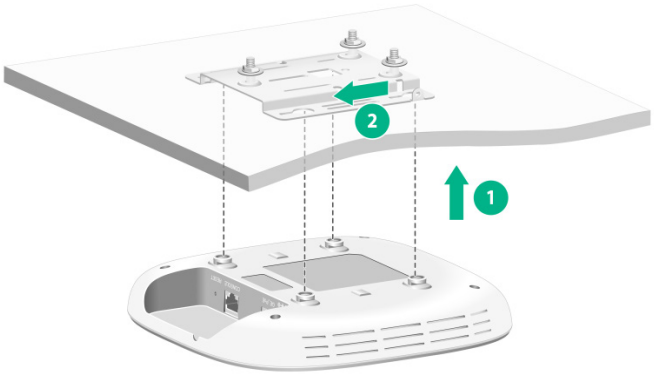

図 3-25 AP のブラケットへの取り付け
6)　図 3-25 に示すように、AP 背面の 4 つのペグを取り付けブラケットのキー穴スロットに差し込み、カチッと音がするまで AP をスライドさせます。